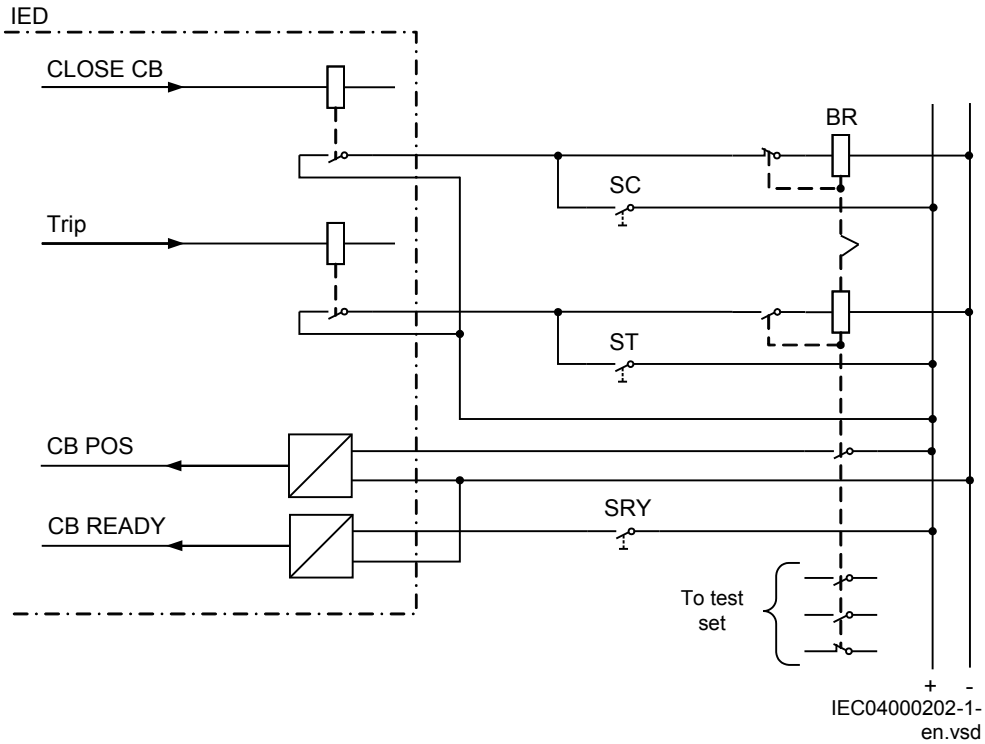

Figure 62: Simulating the CB operation by a bi-stable relay/breaker simulator and manual switches
The verification test is performed together with protection and trip functions. Figure 62 illustrates a suggested testing arrangement, where the circuit-breaker (CB) is simulated by an external bi-stable relay (BR), for example a relay type RXMVB2 or RXMD or Breaker Simulator of ABB. The following manual switches are used:
- Switch or push-button to close (SC)
- Switch or push-button to trip (ST)
4. Make arrangements for the simulation of the CB, for example as in figure 62.